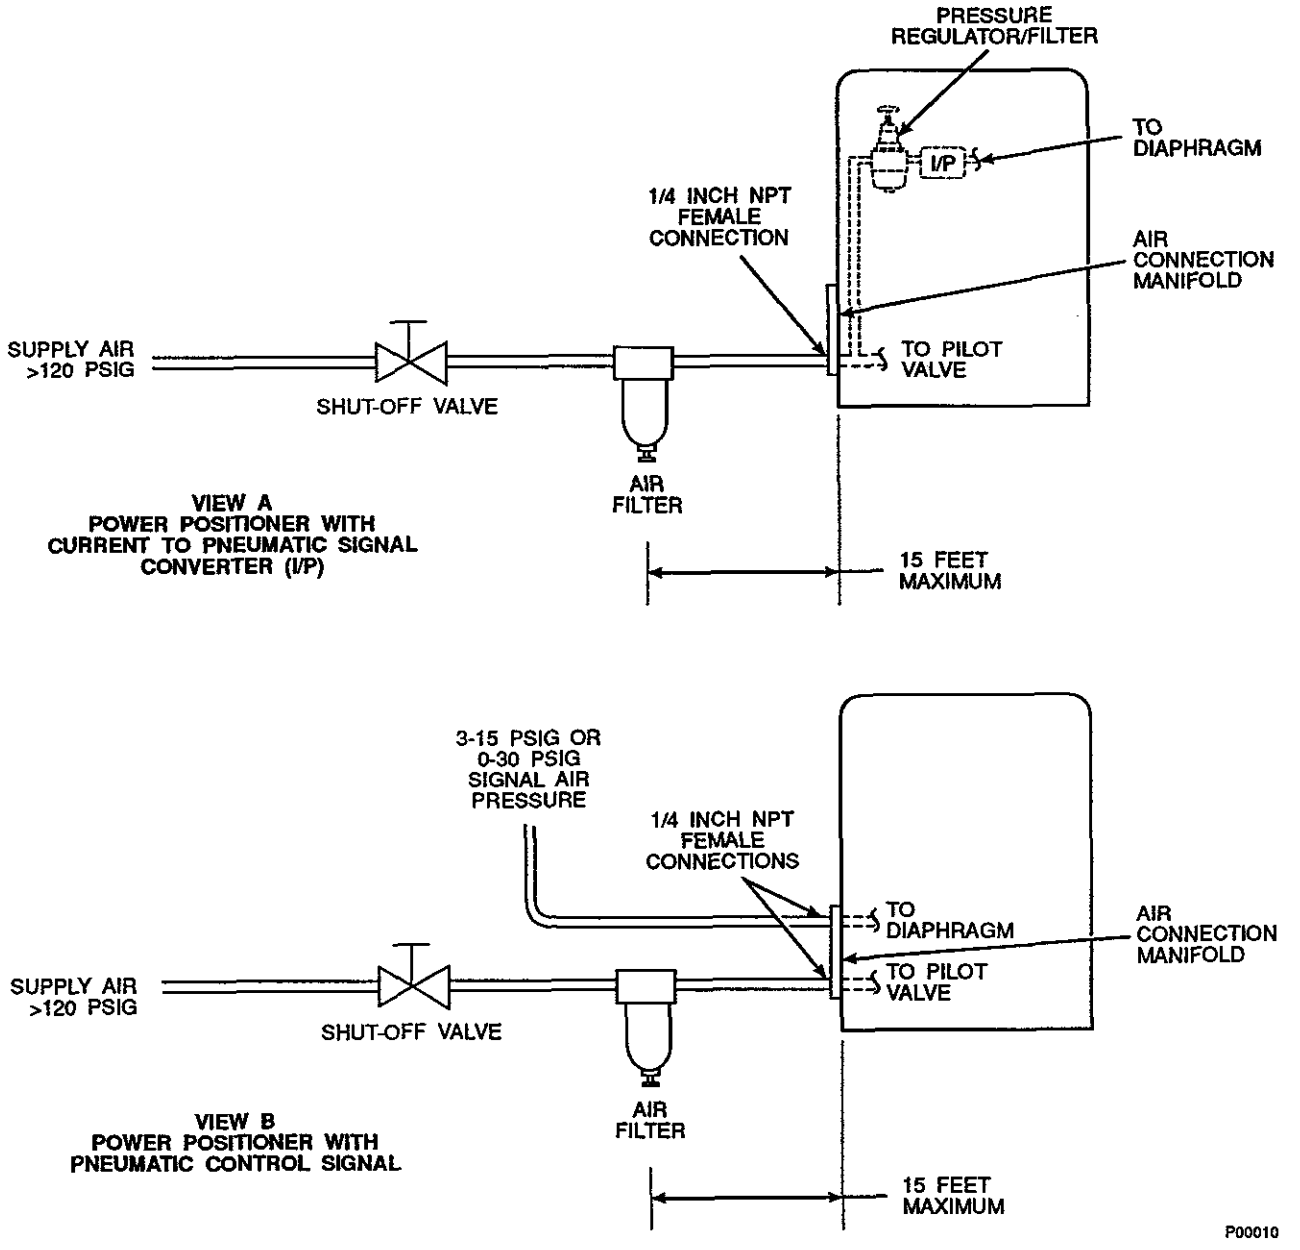

Figure 2-4. Air Piping Schematic
a. Air Line Requirements. Installation of air filter is necessary for proper power positioner operation. A manual shutoff valve should be installed in the air supply line before the air filter, Figure 2-4. The air filter will remove finely dispersed water or oil droplets, preventing pilot valve stem from sticking.
If your unit is not equipped with an I/P signal converter, install a separate signal line as shown in Figure 2-4 View B. The power positioner can accept different ranges of signal air pressures. Refer to your model number and model number matrix (Table 1-1) to determine signal air pressure required.
b. Supply Air and Signal Air Connections. Basic schematics are shown in Figure 2-4. The installation of the air filter is as follows: